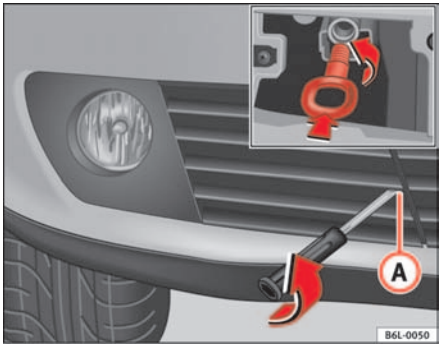

Fig. 159 Towing eye at the front of the vehicle
– Remove the bolt (A) ⇒ page 221, fig. 159.